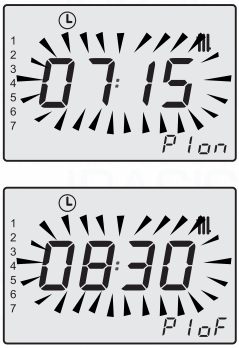

Fig. 2.15
To confirm once time has been set press key 19 then 14 to exit back to the day/group of days selection (Fig. 2.15).